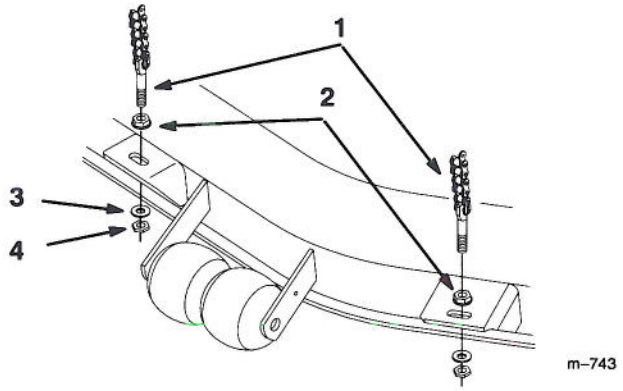

Figure 7
6. Attach front lift chain bolts to mower with (2) 3/8" flange nuts, (2) 3/8" washers and (2) 3/8" locknuts (Fig. 7).